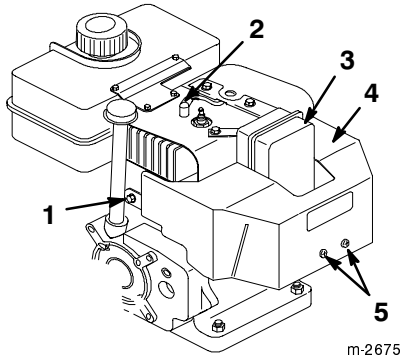

Figur 21
Om motorn körs vid högre temperatur än 4°C, ska förvärmaren på förgasaren demonteras (figur 21).
1. Lossa tändkabeln från tändstiftet och se till att den inte kommer i kontakt med stiftet (figur 21).
4. Skruva bort två stjärnskruvar, två sexkantbultar och en låsbricka som fäster förvärmaren (figur 21).
8. Sätt på tändkabeln på tändstiftet (figur 21).